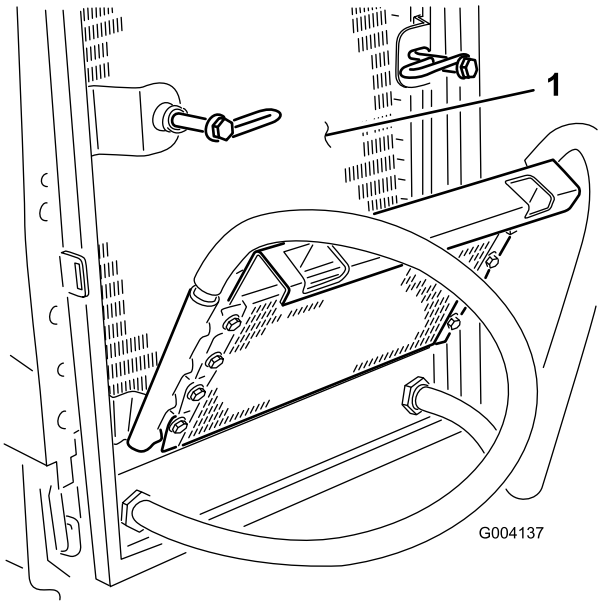

Figur 61
7. Rengör noga på båda sidor om oljekylaren och kylaren (Figur 61) med tryckluft.